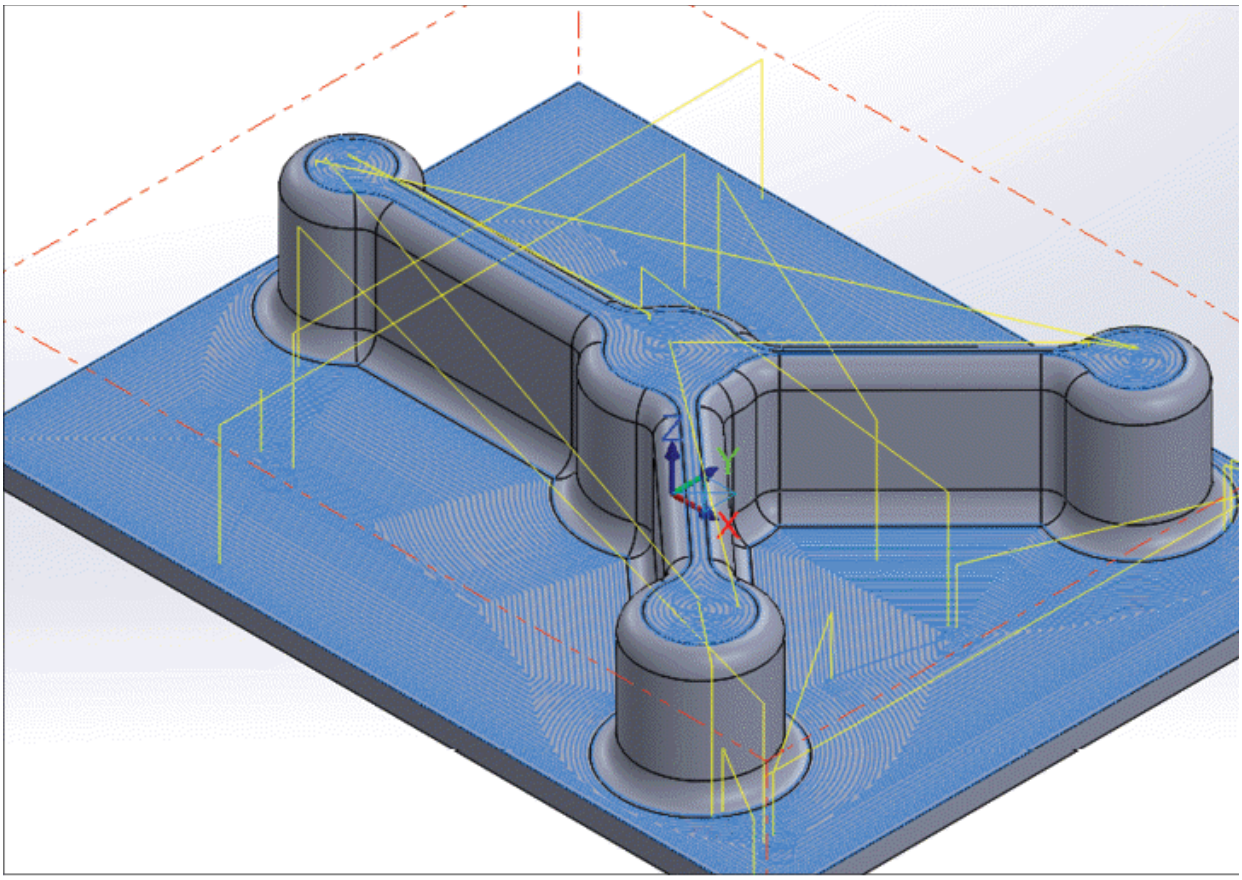

Figure-59. Toolpath for horizontal area HST
- After specifying the parameters, click on the **OK** button from the dialog box. The toolpath will be generated; refer to Figure-59.